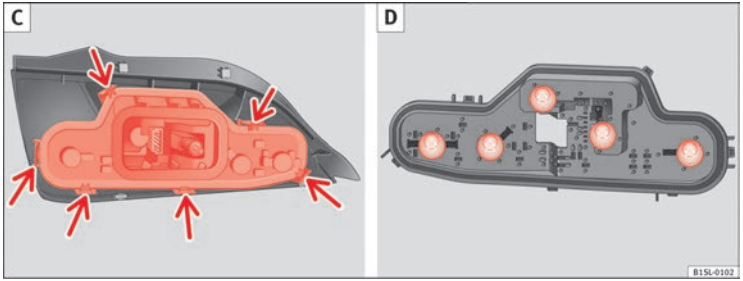

Fig. 156 Tail light unit: C: Remove the bulb holder, D: Remove the bulbs
9. Unlock the bulb holder locking tab (arrow) ⇒ Fig. 156 **C** and remove the bulb holder from the tail light.
10. Replace the faulty bulb by a new identical bulb ⇒ Fig. 156 **D**.
11. Place the lamp holder in the tail light unit. The attachment tabs (arrow) should audibly click into place ⇒ Fig. 156 **C**.